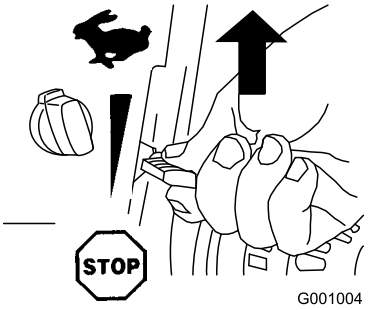

Figur 20
2. Flytta gasreglaget till det snabba läget (Figur 20).